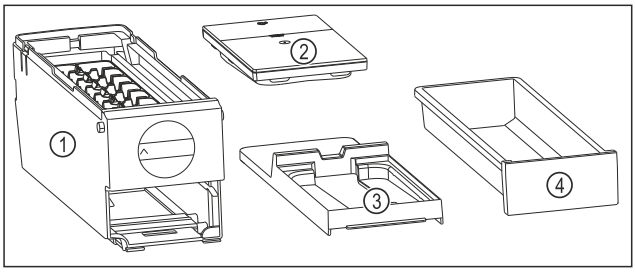

Fig. 184 Bestanddelen van de EasyTwist-Ice
▷ EasyTwist-Ice is in vier delen gedemonteerd. (zie Fig. 184)
▶ EasyTwist-Ice alleen in afgebeelde bestanddelen demonteren. (zie Fig. 184)
▶ EasyTwist-Ice-corpus *Fig. 184 (1)* als geheel reinigen.